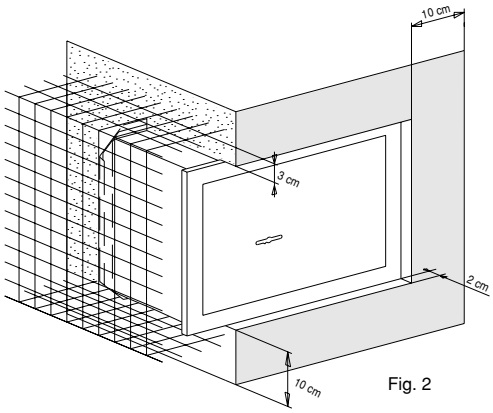

Fig. 2
- Insert the safe into the opening (so that the door opens from left to right), wrapped on the four sides with electrowelded mesh, ensuring that the mesh is at least 30 mm from the safe. Position the safe so that its front is flush with the wall as illustrated in fig. 2.